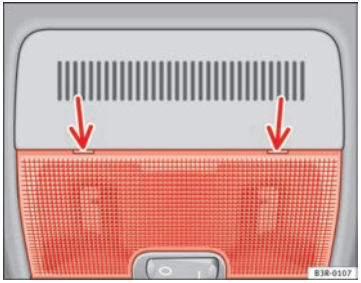

Fig. 83 Detail of headliner: Points for applying screwdriver
– Carefully insert the flat end of a screwdriver at the rear of the glass cover on the interior light ⇒ fig. 83.